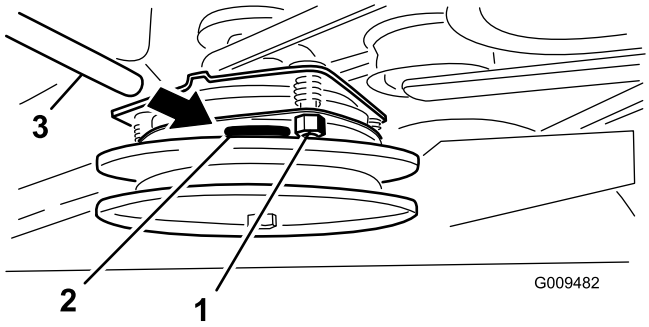

Figura 59
2. Se for necessário ajuste, defina a 0,381 mm para cada uma das três posições da ranhura de ajuste. Aperte as porcas de freio até que o calibrador prenda ligeiramente, mas possa ser deslocado facilmente na folga (Figura 59).